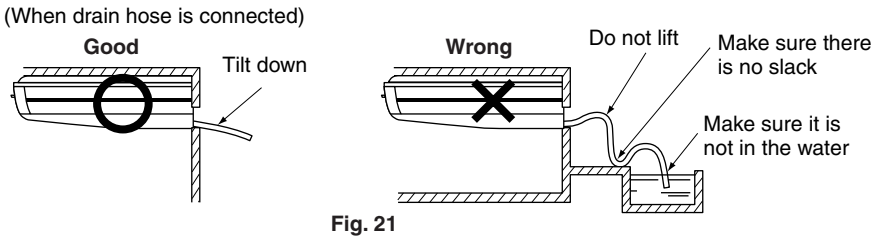

Fig. 21
- Keep the drain pipe short and sloping downwards at a gradient of at least 1/100 to prevent air pockets from forming. **(Refer to Fig. 21)**
- Use the drain hose (1) and the metal clamp (2).